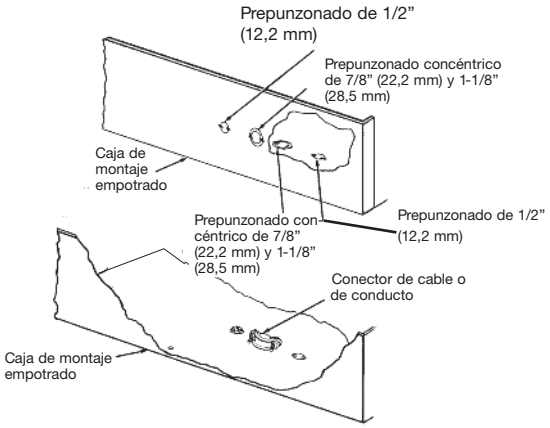

Figura 6
3. Extraiga la caja de montaje empotrado (Figura 6) de la caja que contiene el gabinete de montaje empotrado tipo REA.
4. Retire uno de los troqueles que están cerca del tornillo de puesta a tierra e instale un conector de cables o conductos (Figura 6).